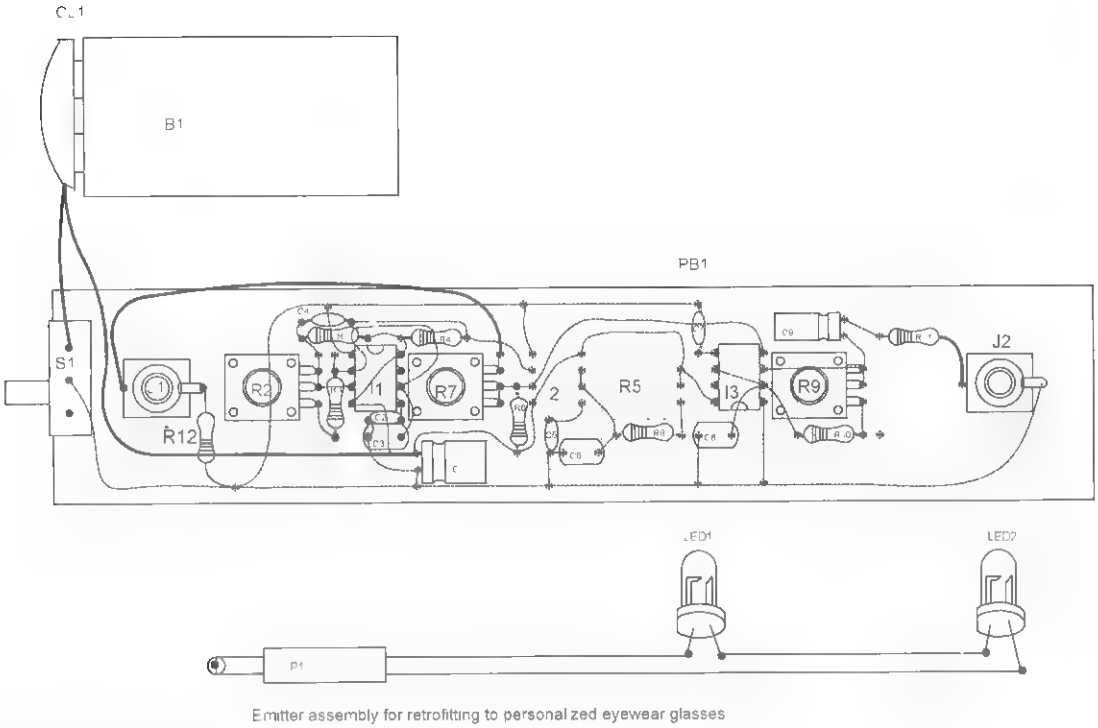
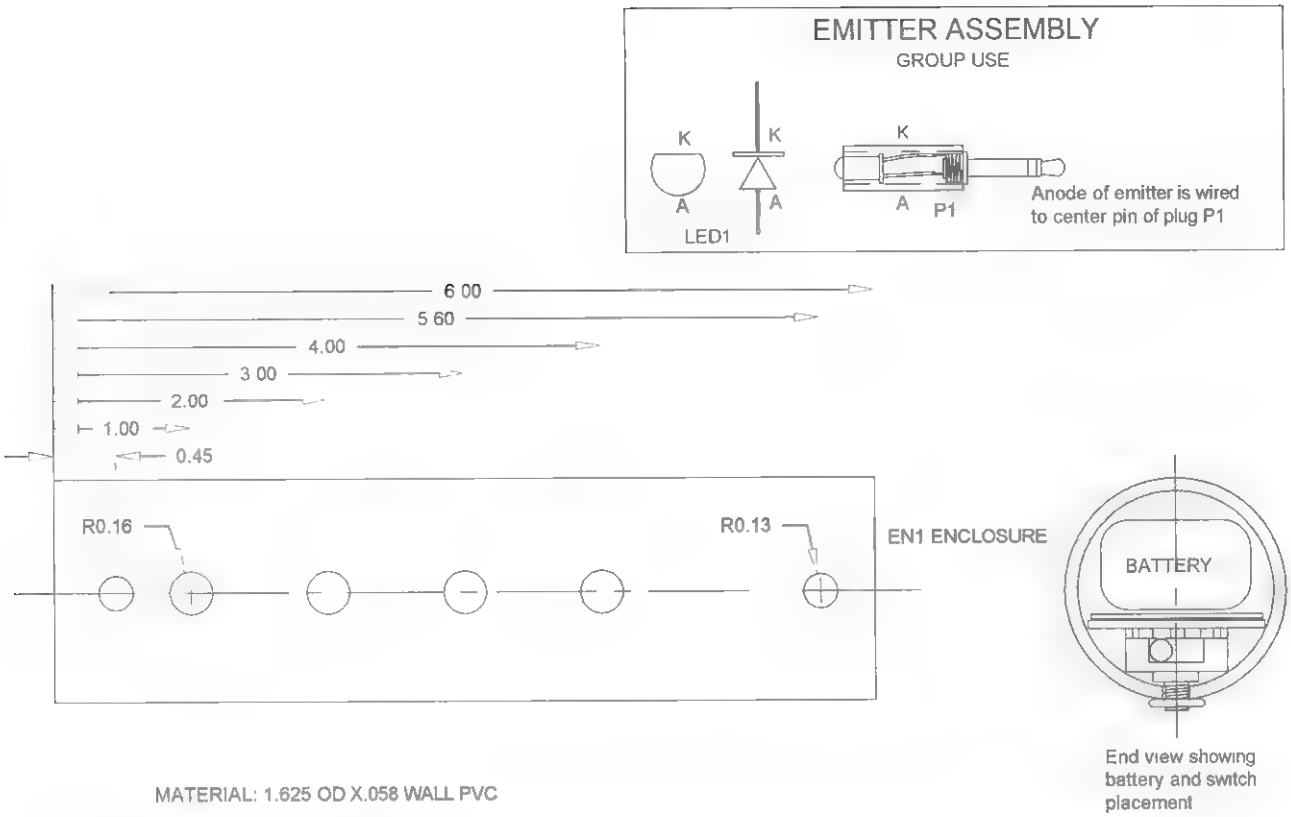

Figure 29-3 *Assembly board*
Figure 29-5 *Fabrication of enclosure*
2. Cut a piece of .1-inch grid perforated board to a size of $6\frac{1}{4} \times 1\frac{1}{4}$ inches, as shown in Figure 29-3. An optional PCB is individually available.
3. If you are building from a perforated board, it is suggested that you insert the components, starting in the lower left-hand corner, as shown in Figure 29-3. Pay attention to the polarity of the capacitors with polarity signs and all the semiconductors. Resistor RI2 is connected from the pin of 11 to the PC board. Note the control pots R2, R5, R7, and R9 and jacks J1, J2, and J3 should be positioned to closely match the holes, as shown in Figure 29-5. Route the leads of the components as shown and solder as you go, cutting away unused wires. Attempt to use certain leads as the wire runs or use pieces of the #24 bus wire. Follow the dashed lines on the assembly drawing as these indicate the connection runs on the underside of assembly board.
7. Fabricate the enclosure tube (TUB1) as shown in Figure 29-5 and insert the assembly board and battery. Verify that the controls mounted on the assembly board will match the drilled holes with the dimensions as shown. Note the dimensions are shown for use with the optional PCB and may be changed. The unit is secured attaching the adjustment pots via nuts.